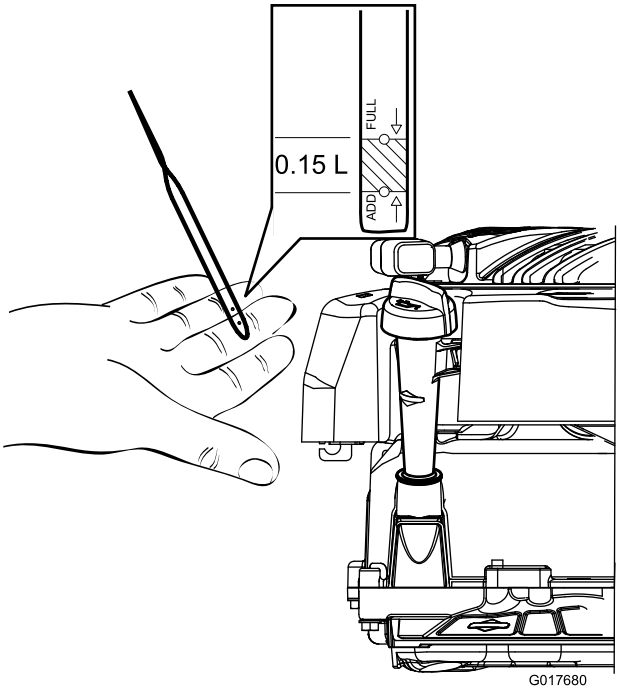
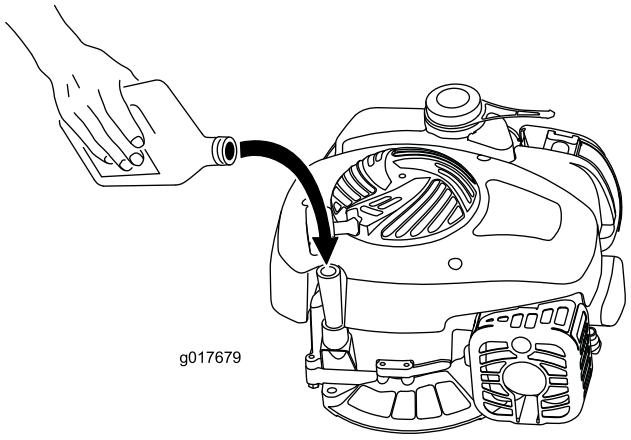

Figura 5
Figura 6
1. Retire la varilla (Figura 5).
2. Vierta lentamente aceite en el tubo de llenado hasta que el nivel llegue a la marca Full (lleno) de la varilla (Figura 5 y Figura 6). Después de añadir aceite, espere 3 minutos antes de comprobar el nivel de aceite con la varilla. No llene demasiado. (Capacidad máxima: 0,47 l, tipo: aceite detergente SAE 30 con clasificación de servicio API SF, SG, SH, SJ, SL o superior.)